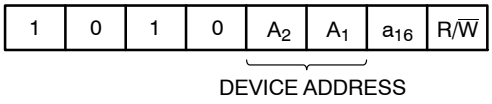

Figure 3. Slave Address Bits
The Master initiates data transfer by creating a START condition on the bus. The Master then broadcasts an 8−bit serial Slave address. The first 4 bits of the Slave address are set to 1010, for normal Read/Write operations (Figure 3). The next 2 bits, A2, A1, select one of 4 possible memory devices connected on a single I^2C bus. The A2 and A1 bits must match the state of the external address pins. The seventh bit, a16 is the most significant internal address bit. The last bit, R/$\overline{W}$, specifies whether a Read (1) or Write (0) operation is to be performed. To select an internal memory location (data byte) a 17−bit address word is required: a16 bit from the Slave address byte followed by two address bytes.